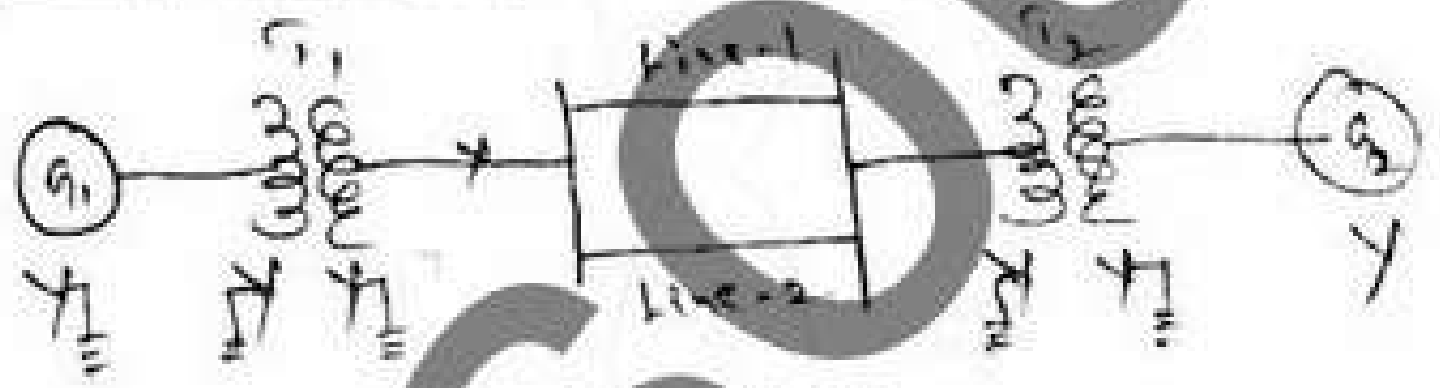

Fig.Q7(b) **(08 Marks)**
b. Draw the sequence networks for the system shown in Fig.Q7(b). Determine the fault current if a line to line occurs at F. The PU reactances all referred to the same base are as follows. Both the generators are generating 1.0 PU.